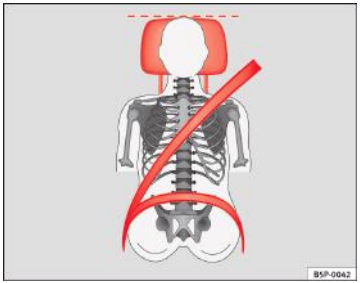

Fig. 12 Pozițiile corecte ale centurii de siguranță și ale tetierei, văzute din față
- **Secțiunea pentru umăr trebuie poziționată peste mijlocul umărului. Centura de siguranță trebuie să stea întinsă și lipită de tors ⇒ fig. 12.**